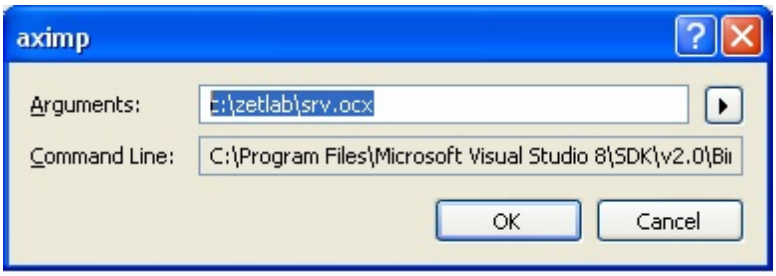

Рисунок 1.6. Создание обертки ActiveX Wrapper.
1. Tools -> aximp -> появится диалоговое окно утилиты aximp. Рисунок 1.6.